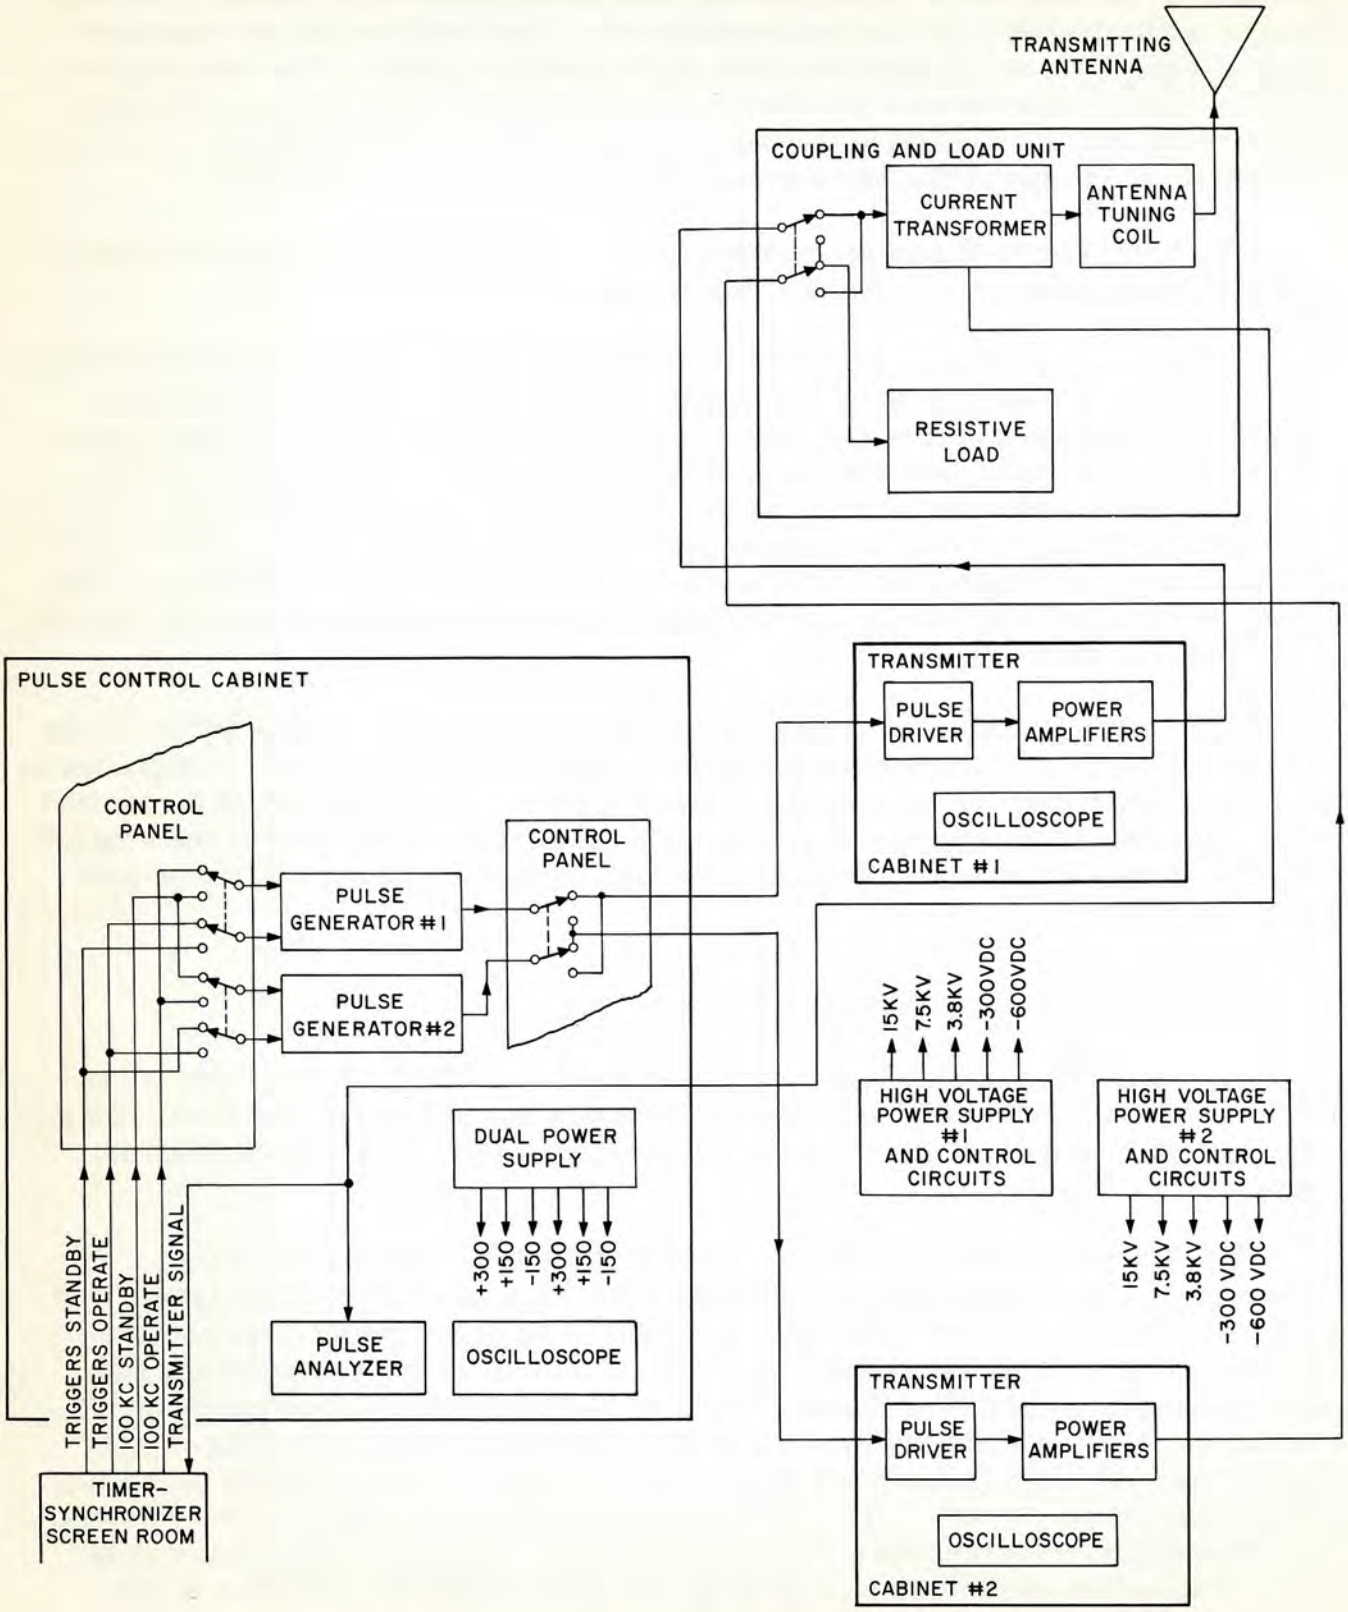

Figure 4-1. Loran Transmitting Set AN/FPN-42, Overall Block Diagram
(1) The transmitter group consists of a pulse control cabinet, two transmitter cabinets, two blower assemblies, two high voltage power supplies, and a coupling and load unit, as functionally illustrated in the overall block diagram, figure 4-1.
(2) The pulse control cabinet consists of a control panel, two pulse generators, a dual power supply, a monitor oscilloscope, a pulse analyzer, and a cabinet blower. The two primary functions of the pulse control cabinet are: the generation of properly shaped r-f pulses which drive the transmitters and the provision of means for remote control of the high powered portion of the transmitter. The secondary function of the circuitry is the monitoring of key waveforms within the transmitter to provide a means for checking the operation of the transmitter circuits. Two identical pulse generators are required, since each transmitter requires its own driving source. The pulse generator-transmitter connection can be interchanged by switching circuits controlled at the control panel.